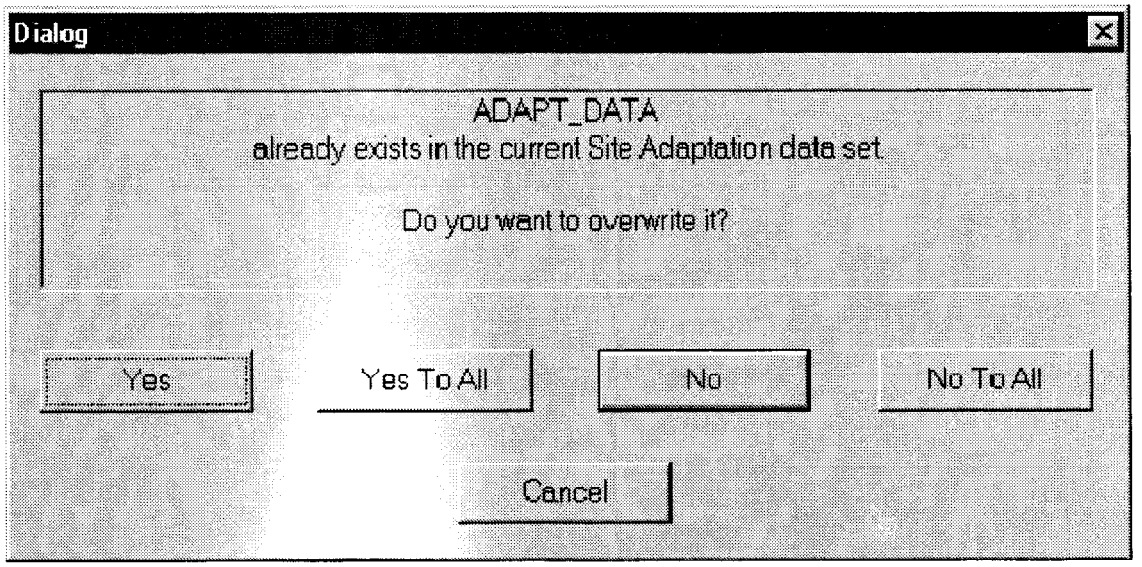

FIGURE 4-32. FILE ALREADY EXISTS DIALOG WINDOW
(1) An overwrite dialog box (Figure 4-32) is displayed if the Insert function overwrites an existing file in the working set of parameter pages.